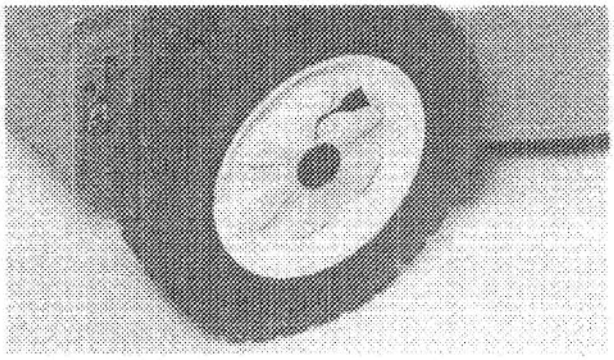

Figure 26
1. After every 25 hours of operation or at the end of the mowing season, apply 2 or 3 drops of light oil on the inside of all the wheel bolts (Fig. 26). Spin the wheel to distribute oil into the wheel bushings. Wipe up any excess oil.